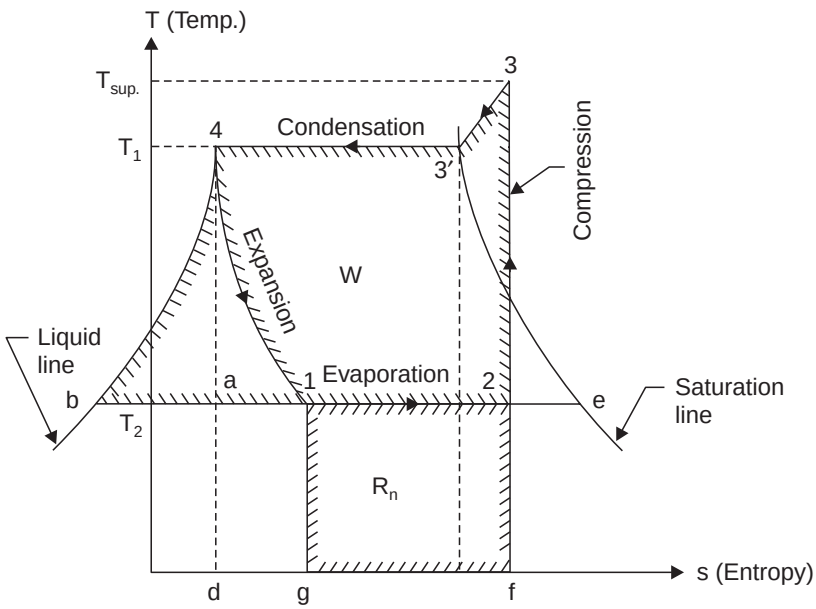

Fig. 14.11. *T-s* diagram.
2. When the vapour is superheated after compression. If the compression of the vapour is continued after it has become dry, the vapour will be superheated, its effect on *T-s* diagram is shown in Fig. 14.11. The vapour enters the compressor at condition '2' and is compressed to '3' where it is superheated to temperature T_{sup}. Then it enters the condenser. Here firstly superheated vapour cools to temperature T_1 (represented by line 3-3′) and then it condenses at constant temperature along the line 3′-4 ; the remaining of the cycle ; however is the same as before.